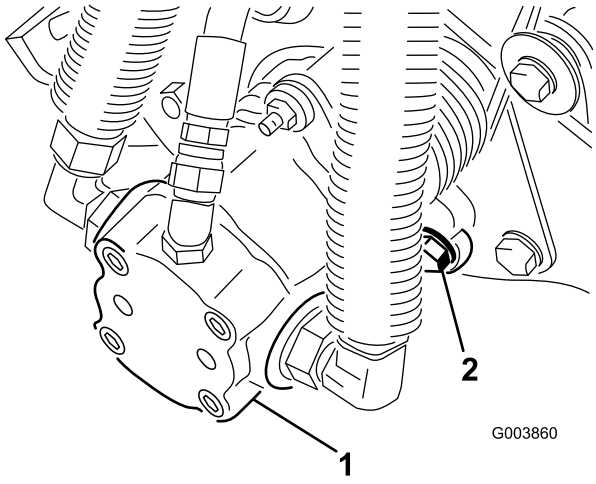

Figur 10
7. Montera fästmuttrarna för cylinderns drivmotor på varje klippenhet (Figur 10). Lämna cirka 1,25 cm av gängorna synliga på varje monteringstapp.